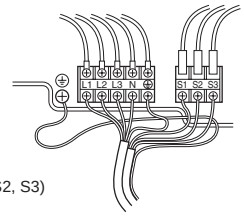

Fig. 6-2
6.1. Appareil extérieur (Fig. 6-1, Fig. 6-2)
① Retirer le panneau de service.